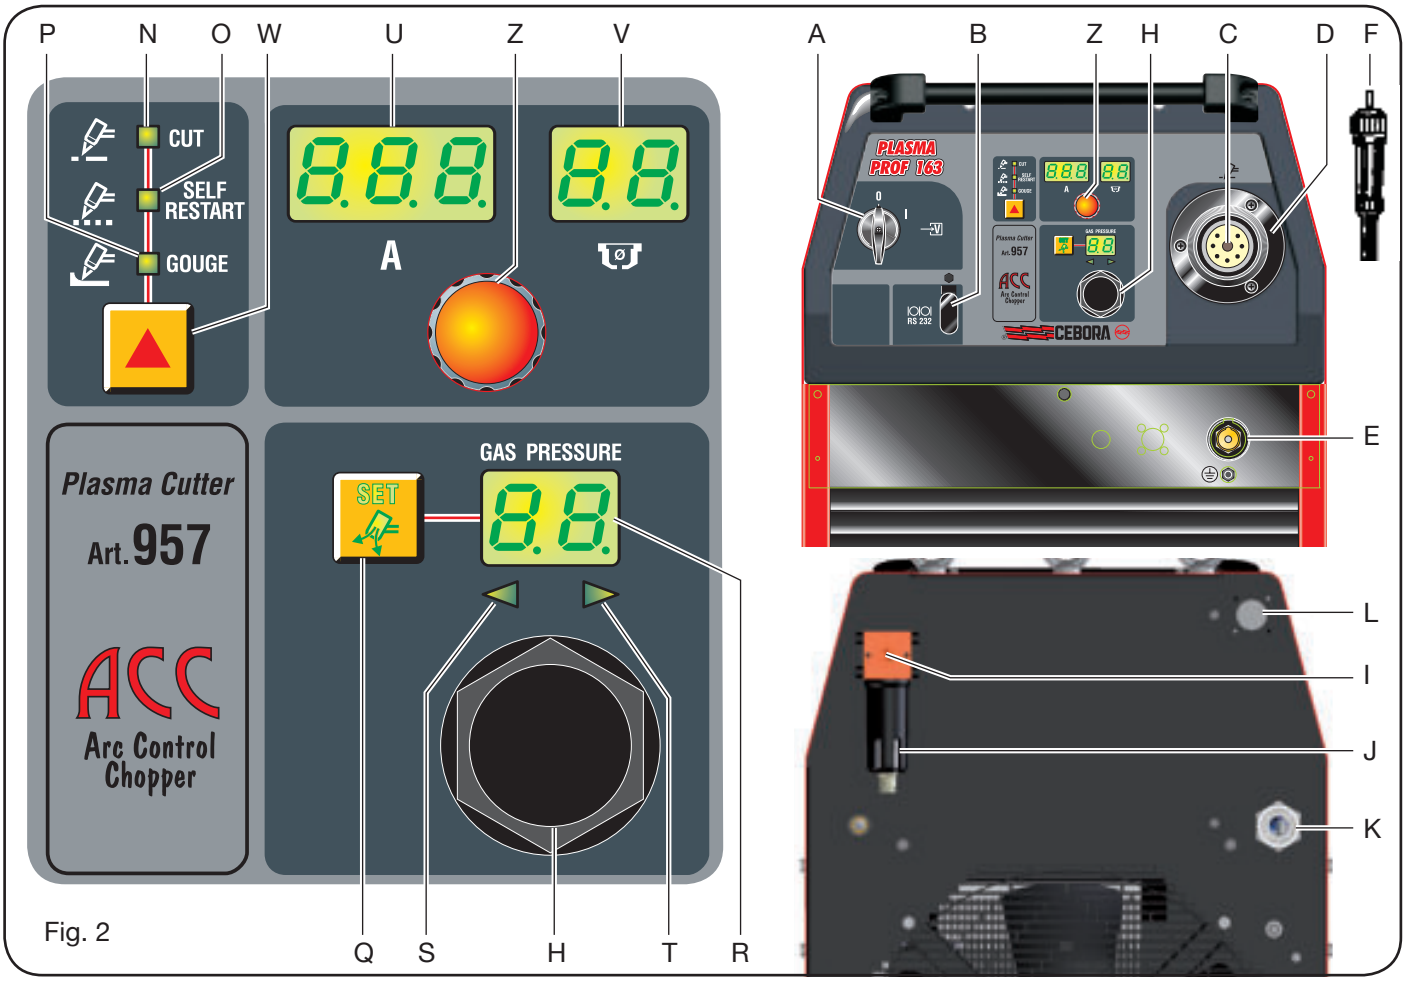

Fig. 2
2.2 BESCHRIJVING VAN HET APPARAAT (afb. 2)
b) Maak gebruik van een stekker die voldoet aan de gegevens van het gegevensplaatje als u voor een dergelijke aansluiting kiest. De stekker moet in dit geval gebruikt worden om de machine helemaal van het lichtnet los te koppelen nadat u de schakelaar **A** op “O” geplaatst heeft (afb. 2).